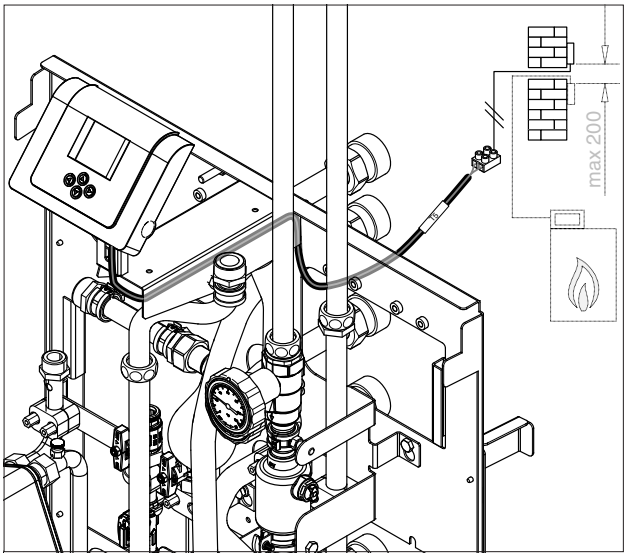

*Abb. 46 Anschluss eines Außenfühlers: Beim parallelen Betrieb einer Gastherme beide Fühler benachbart installieren.*
- Verlängern des zweiadrigen Fühlerkabels (Kennzeichnung T5) von der Station zum Außenfühler (Abb. 46) unter Beachtung des notwendigen Kabelquerschnitts (siehe S. 27).